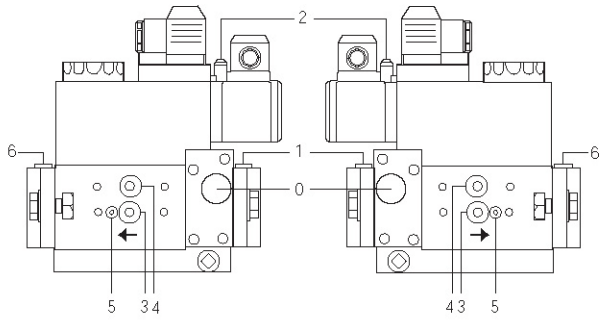

Fig. 42
En lo que se refiere al funcionamiento con potencia reducida, desplazar progresivamente la cabeza de combustión hacia la posición "MIN" y girando el tornillo **VRT** (Fig. 42) en sentido horario. El índice **ID** indica el desplazamiento de la cabeza de combustión.
- Limpie y controle de los filtros de las valvulas de gas (Fig. 42 y siguientes)